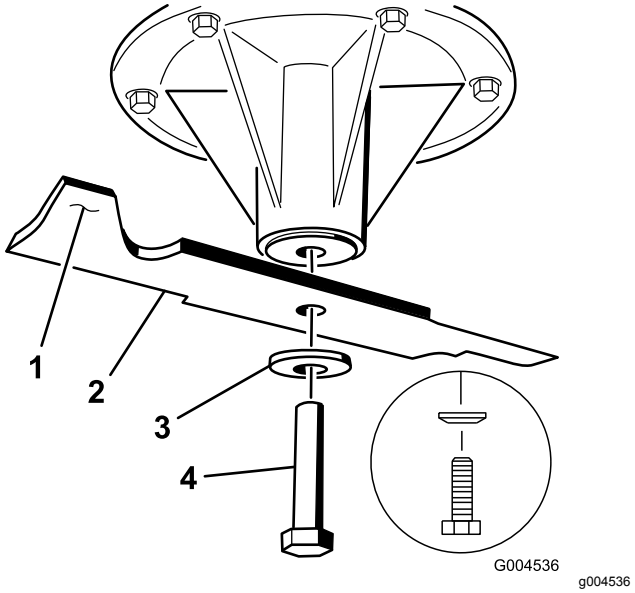

Rysunek 78
2. Odkręć śrubę ostrza, zdejmij podkładkę falistą i zdejmij ostrze z wału wrzeciona (Rysunek 78).
3. Jeżeli ostrze nie jest wyważone, spiłuj nieco metalu z obszaru łopatki (Rysunek 78).